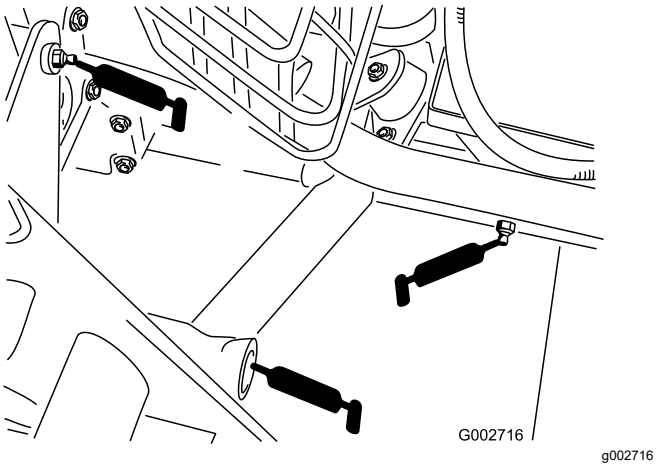

**Figur 21**
- Fem lager för den bakre dragkroken (Figur 21).